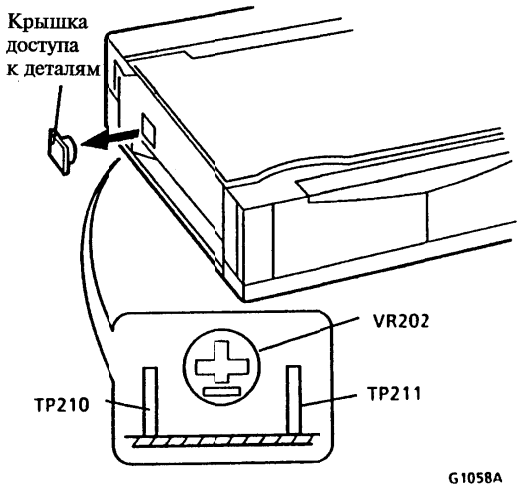

Рисунок 1. Снятие крышки доступа к деталям
1. (Рисунок 1): Для получения доступа к VR202, TP210 и TP211 на главной плате, снимите крышку, закрывающую эти детали.
3. (Рисунок 1): Соедините между собой контрольные точки TP210 и TP211.